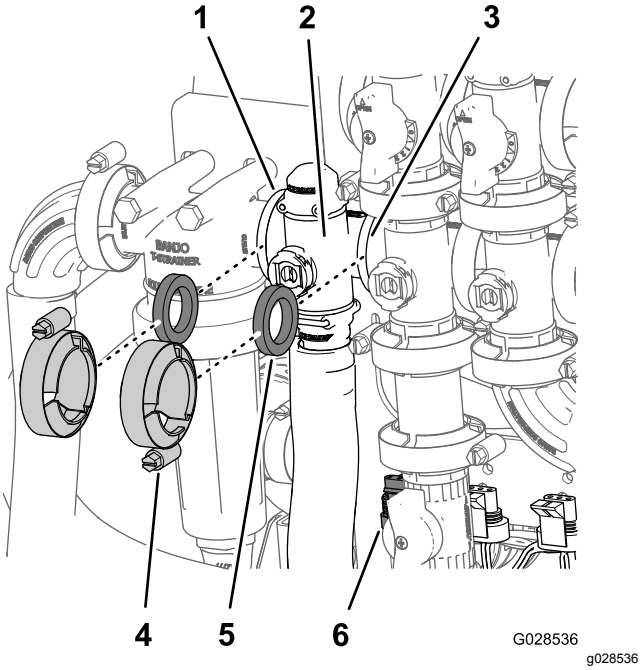

**Figur 88**
1. Fjern klemmene og pakningene som fester manifoldet for mengderegulatorventilen (Figur 88).